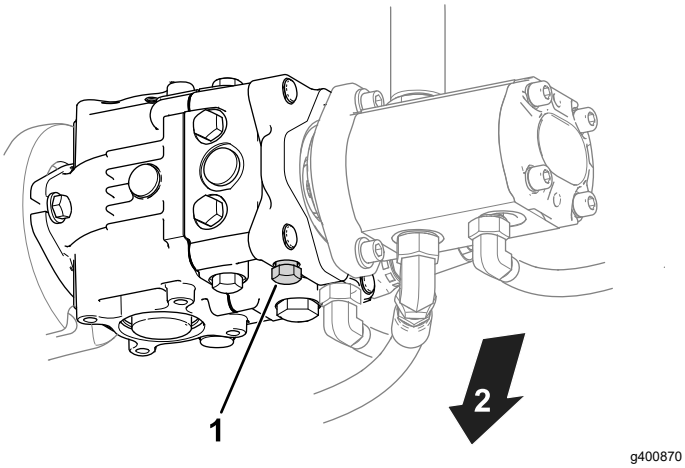

Figur 24
1. Find omløbsventilen på pumpen (Figur 24).